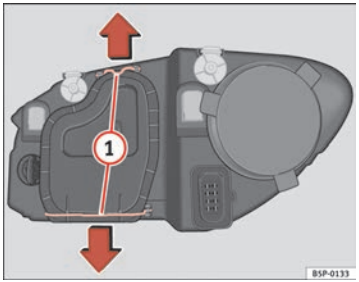

Fig. 188 Dipped beam headlights
– Remove the loops ⇒ page 275, fig. 188 (1) in the direction of the arrow and remove the cover.